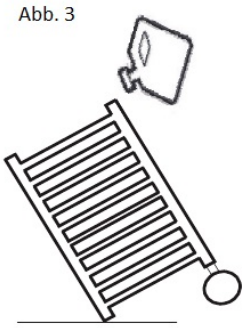

Abb. 4
6) Richten Sie den Radiator wiederum in die vertikale Position aus und kontrollieren Sie die Füllmenge des Radiators (Abb.4).